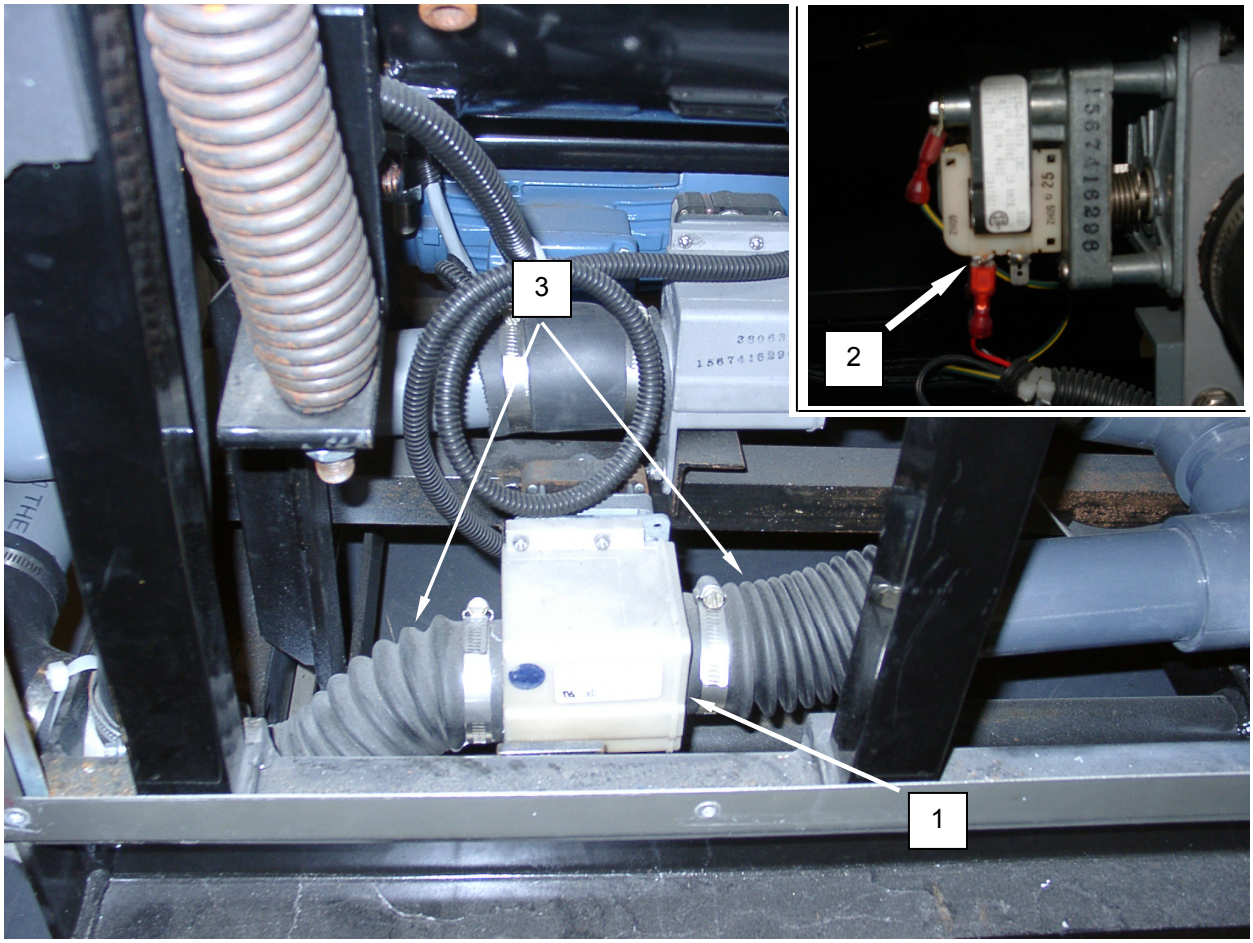

Figure 1. Test the Washer Main Drain Valve.
2. Tag and disconnect wiring from valve motor **(Figure 1, Item 1)**.
3. Use an ohmmeter to check for 135 to 145 ohms resistance between motor leads **(Figure 1, Item 2)**.
4. Use an ohmmeter to check for infinite resistance between each motor lead **(Figure 1, Item 2)** and ground.
5. Replace an open motor **(Figure 1, Item 1)** or a motor which has shorted to ground.
6. Loosen and remove the clamps retaining the hoses **(Figure 1, Item 3)** to the valve **(Figure 1, Item 1)** and remove the hoses.
7. Ensure the valve **(Figure 1, Item 1)** opens and closes completely and is free of obstructions.
9. Install hoses **(Figure 1, Item 3)** onto valve **(Figure 1, Item 1)** and retain with clamps.